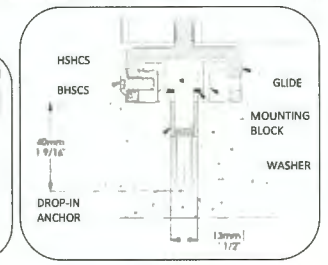

Fig. 1.2
2. Move bench and drill holes according to Fig 1.2. Clear holes of debris.
7. Install button head cap screw through the hole in the glide as shown in Fig. 1.2. Repeat for all glide locations.